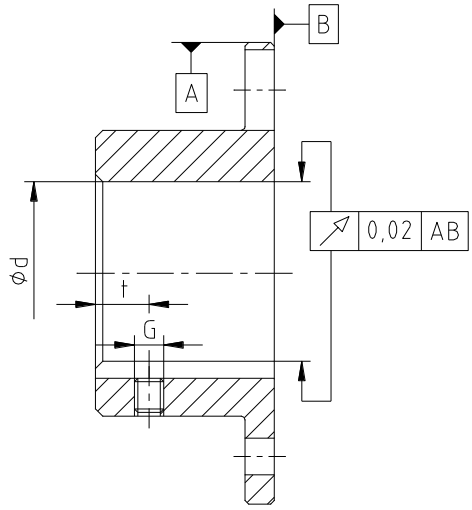

rysunek 16: współśrodkowość i osiowość obróbki
- Przy wykonywaniu otworów na wały, należy zachować odpowiednią współśrodkowość i osiowość podczas obróbki mechanicznej (patrz rysunek 16).